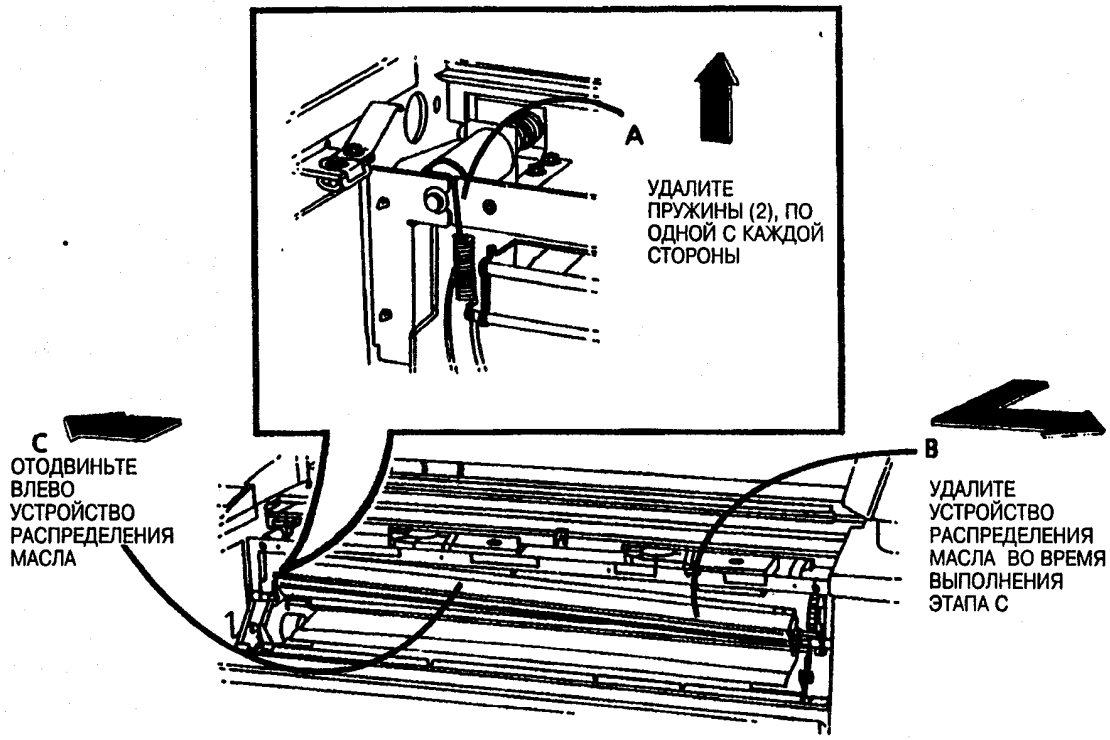

Рис. 4. Удалите устройство распределения масла
4. (Рис. 4): Удалите устройство распределения масла.